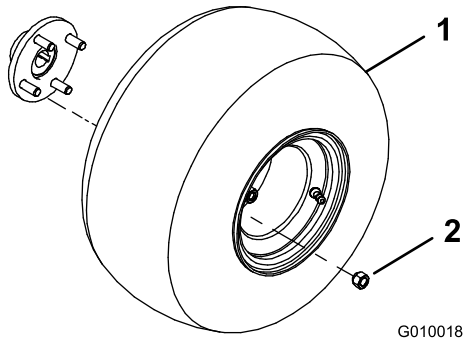

Figur 3
2. Montera hjulen på de bakre hjulnaven (Figur 3).
3. Montera hjulmuttrarna (Figur 3) och dra åt dem till 61–75 Nm.